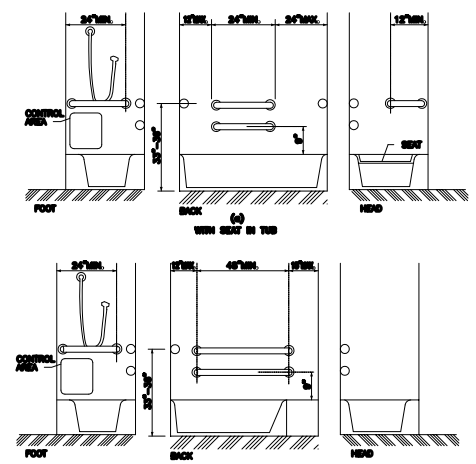

FIG. 34
4.20.3 SEAT. AN IN-TUB SEAT OR A SEAT AT THE HEAD END OF THE TUB SHALL BE PROVIDED AS SHOWN IN FIG. 34. THE MINIMUM DIMENSIONS OF SEATS AND THEIR ATTACHMENTS SHALL COMPLY WITH 4.20.3. SEATS SHALL BE MOUNTED SECURELY AND SHALL NOT SLIP DURING USE.
4.20.4 GRAB BARS. GRAB BARS COMPLYING WITH 4.26 SHALL BE PROVIDED AS SHOWN IN FIG. 34.
4.20.5 CONTROLS. FAUCETS AND OTHER CONTROLS COMPLYING WITH 4.27.4 SHALL BE LOCATED AS SHOWN IN FIG. 34.